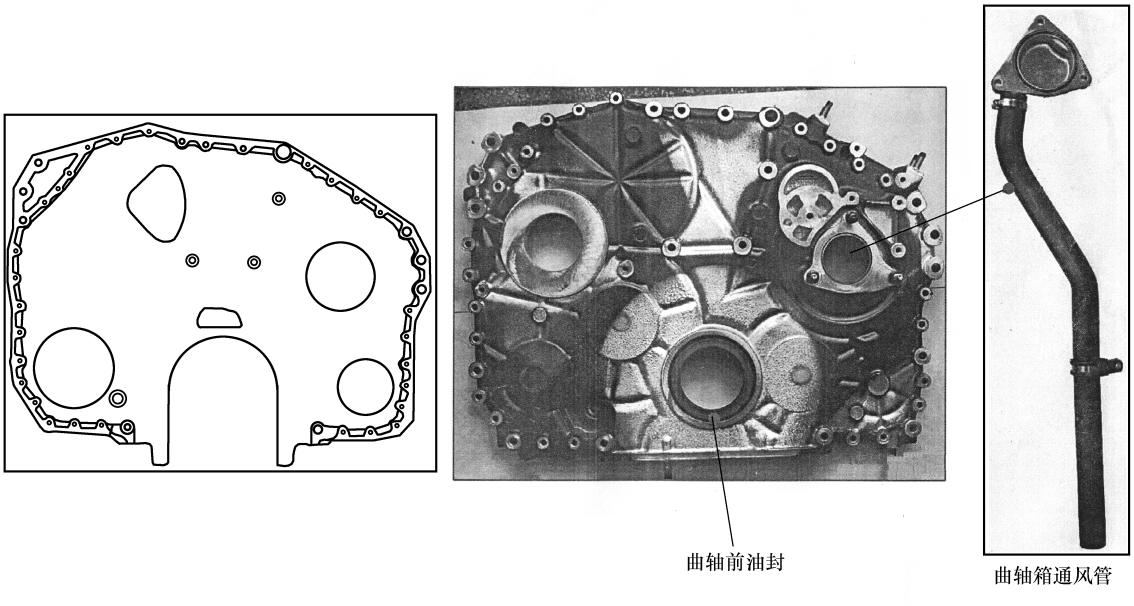

图 1-40　前齿轮室
(4) 前齿轮室(图 1-40)
在图 1-40 右图前端板所示粗线处涂硅酮密封胶 LT5699，宽度为(2.5±0.5)mm，在涂胶后 5min 内安装齿轮室。